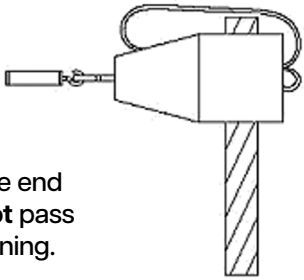

Figure 4b:
- If the large end of the cone passes through any of the openings, this space fails the test (figure 4b).